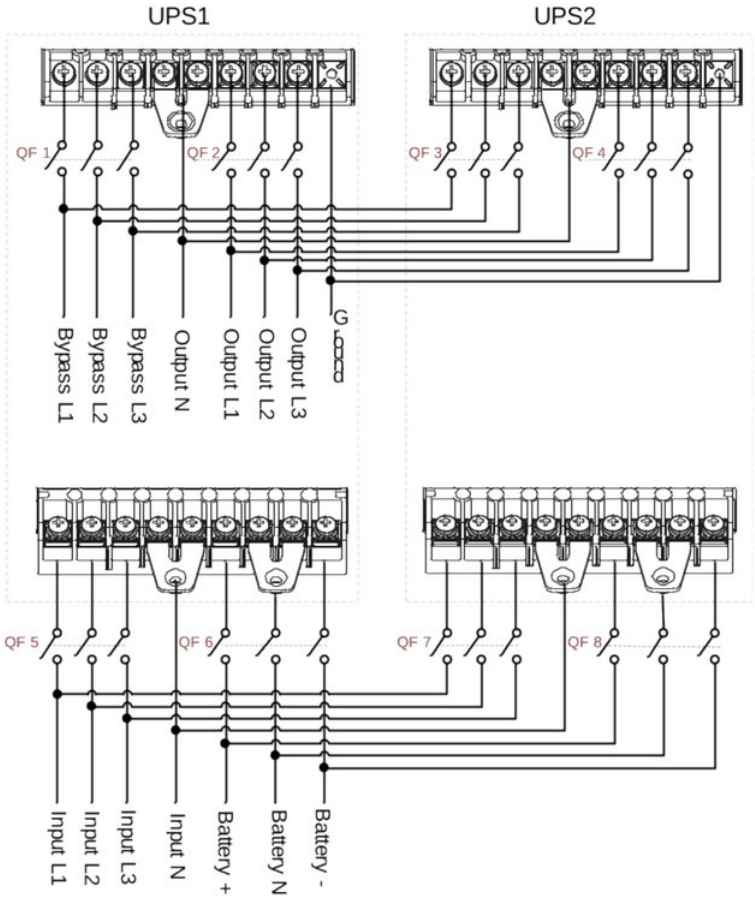
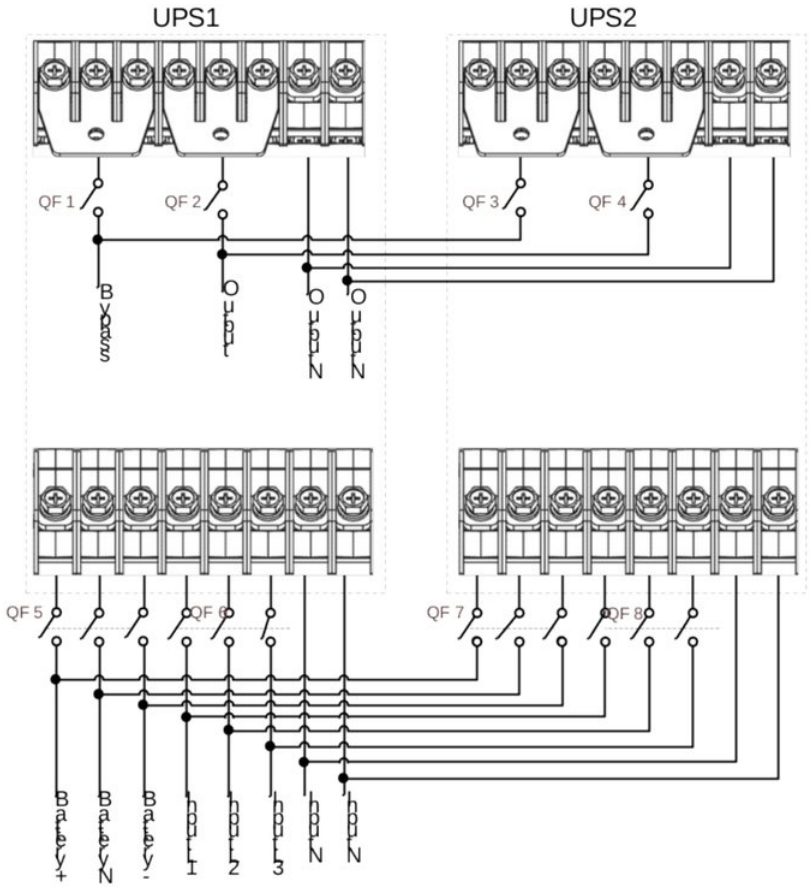

FIGURE 3-29 Parallel system in 33 mode, 10 kVA and 20 kVA
FIGURE 3-33 Parallel system in 31 mode, 30 kVA and 40 kVA
2. Connect the input, output, battery and earth cables of the parallel system as in Figure 3-29 to Figure 3-33.